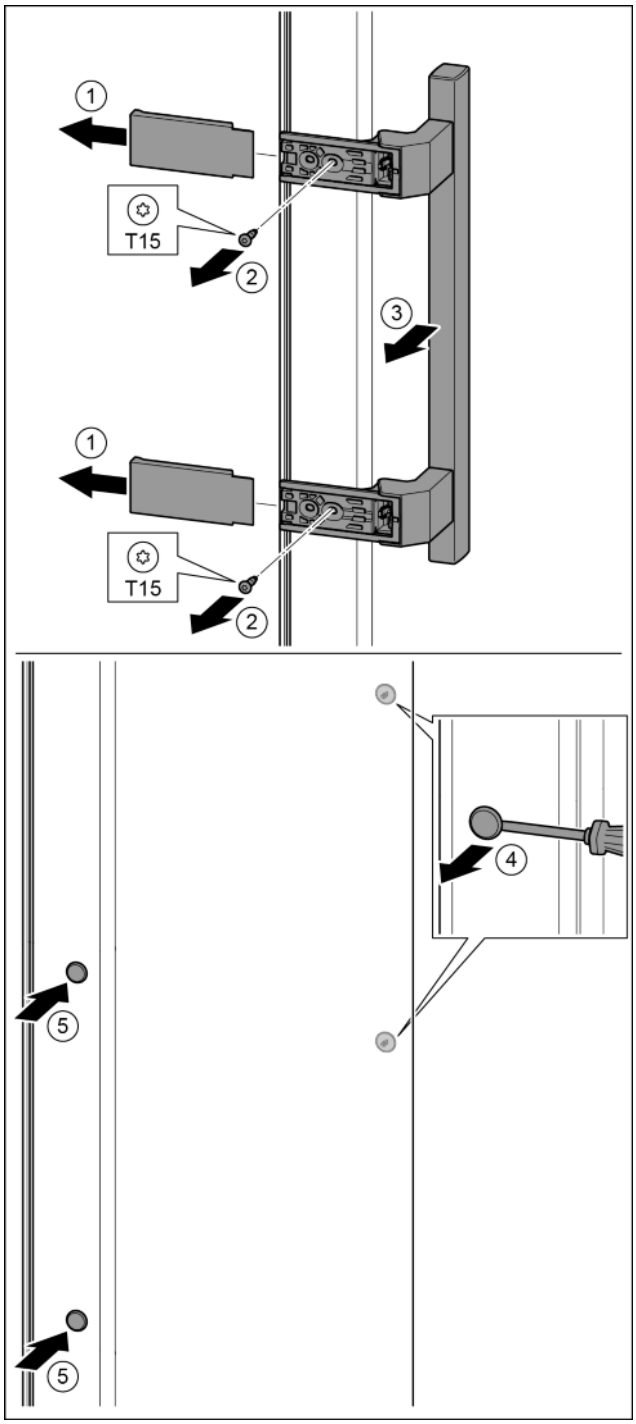

Fig. 18
- ▶ Снять крышку. *Fig. 18 (1)*
- ▶ Выкрутить винты отверткой T15. *Fig. 18 (2)*
- ▶ Снять ручку. *Fig. 18 (3)*
- ▶ Осторожно приподнять шлицевой отверткой боковые заглушки и вынуть их. *Fig. 18 (4)*
- ▶ Заглушки снова вставить с другой стороны. *Fig. 18 (5)*